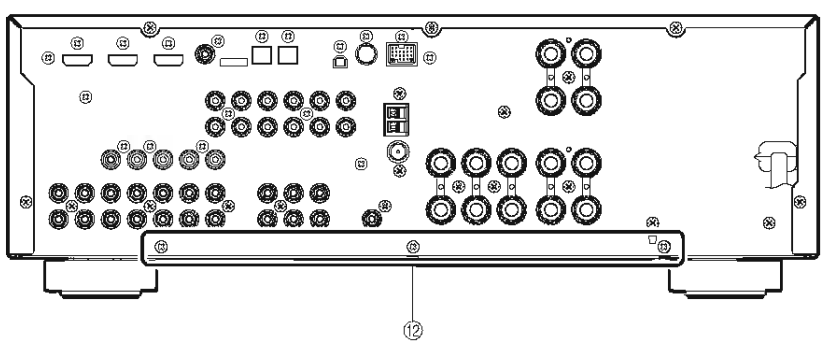

Fig. 6
e. Remove 3 screws (⑫). (Fig. 6)
e. ⑫のネジ3本を外します。(Fig. 6)